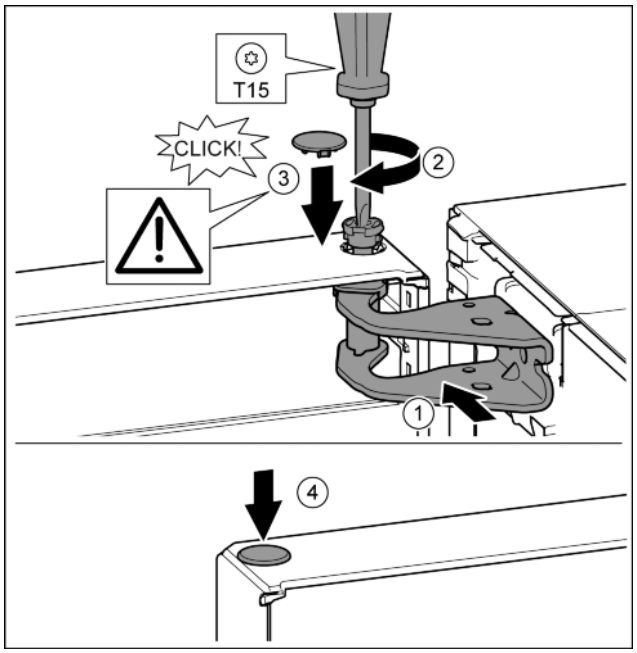

Fig. 23
▶ Align top of door with aperture in mounting block. *Fig. 23 (1)*
▶ Insert the bolt and tighten with a T15 screwdriver. *Fig. 23 (2)*
▶ Fit protective cover to protect the door: Install protective cover and check that it is attached to the door. If not, insert the bolt fully. *Fig. 23 (3)*
▶ Insert the plugs. *Fig. 23 (4)*